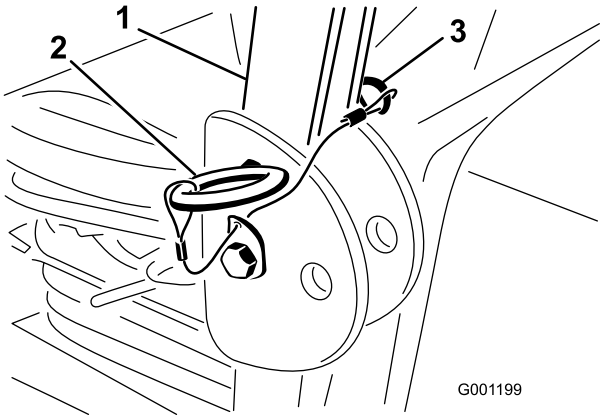

Figur 30
1. Fjern hårnålssplintpinnene og de to pinnene for å senke veltebøylen (Figur 30).
3. Monter de to pinnene og fest dem med hårnålssplintpinnene (Figur 30).
4. Fjern hårnålssplintpinnene og fjern de to pinnene for å heve veltebøylen (Figur 30).
5. Hev veltebøylen til oppreist stilling, monter de to pinnene og fest dem med hårnålssplintpinnene (Figur 30).